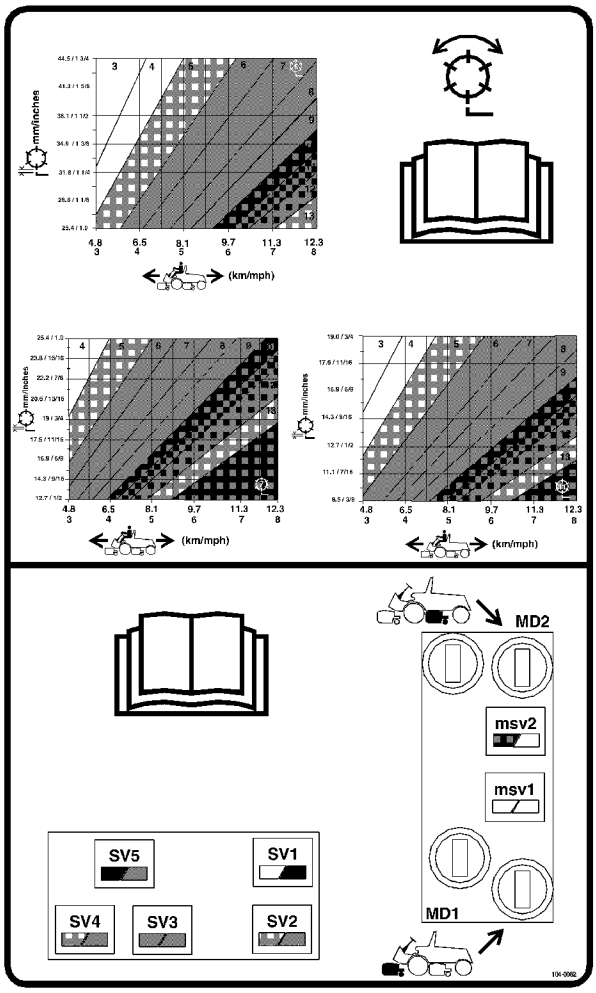

Figure 26
3. Using the appropriate graph (See graph figure 26) for 5, 7 or 11 blade cutting units, determine the proper reel speed setting.